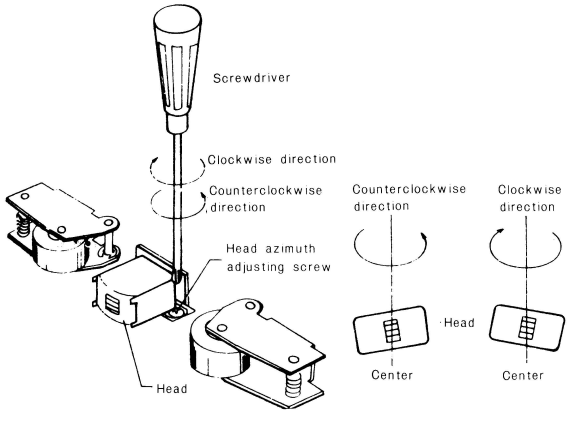

Fig. 3
2) Next play the test tape 6.3KHz—10VU and adjust the head azimuth by turning the head azimuth adjusting screw so that the output becomes almost maximum in both the forward and the reverse directions. (See Fig. 3)